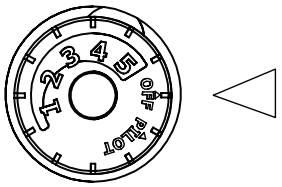
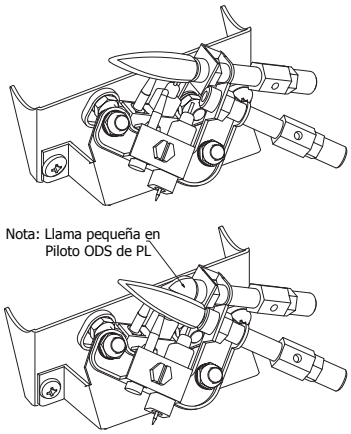

Fig. 15 - Control Knob
Fig. 16 - Pilot
3. Turn control knob clockwise to the "OFF" position (See Fig. 15).
4. Wait five (5) minutes to clear out any gas. Then smell for gas, including near the floor. If you smell gas, STOP! Follow "B" in the safety information as noted above. If you don't smell gas, go to the next step.
5. Turn control knob counterclockwise to the "PILOT" position (See Fig. 16). Depress control knob.
7. Keep control knob depressed for (30) seconds after pilot lights. Release control knob.
- If pilot goes out repeat steps 3 through 7. Wait (1) minute before attempting to light pilot again. If after several tries the pilot still goes out, turn the gas control knob clockwise to the "OFF" position and call a qualified service technician.